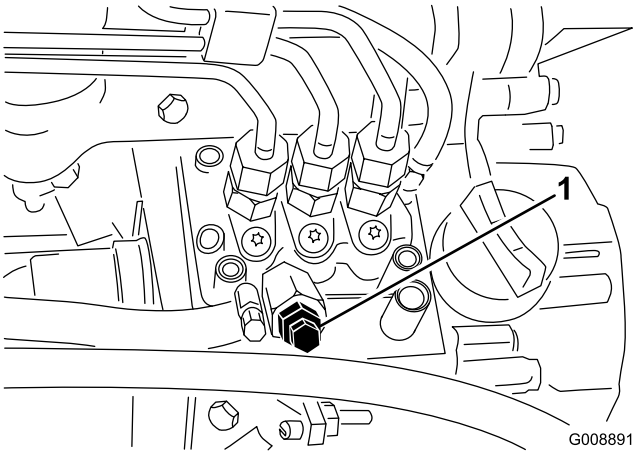

Figur 41
3. Åbn udluftningsskruen på brændstofindsprøjtningspumpen (Figur 41).